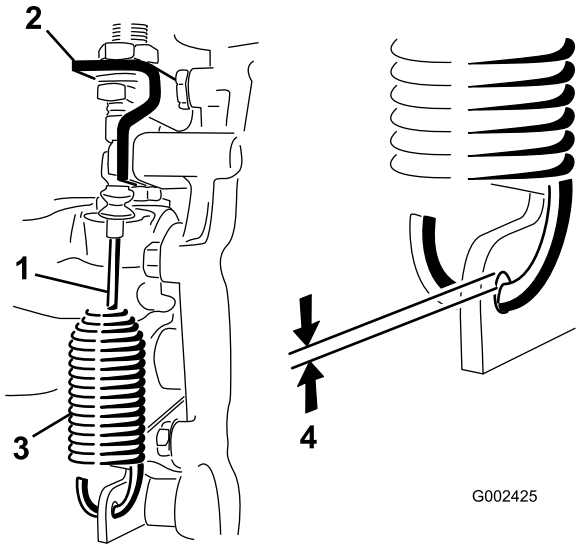

Figura 57
1. Retire os pinos de segurança que prendem o cabo de gama alta/baixa à transmissão (Figura 57).
2. Alivie as porcas de segurança que fixam o cabo de bloqueio do diferencial ao suporte da transmissão (Figura 57).